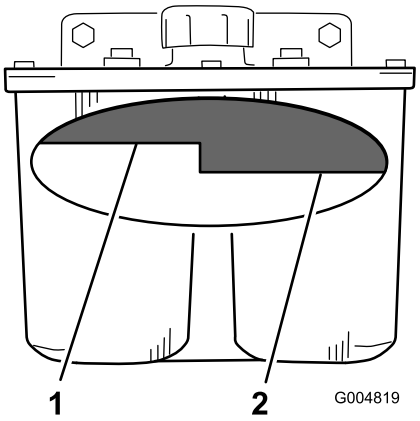

Figur 69
2. Rengjør rundt påfyllingshalsen for hydraulisk olje (Figur 69).
3. Ta lokket av påfyllingshalsen. Se på innsiden for å kontrollere om det er olje i beholderen (Figur 69).
Merk: Oljenivået skal nå til toppen av nivået "hot" på skjermen når væsken er varm (Figur 69).